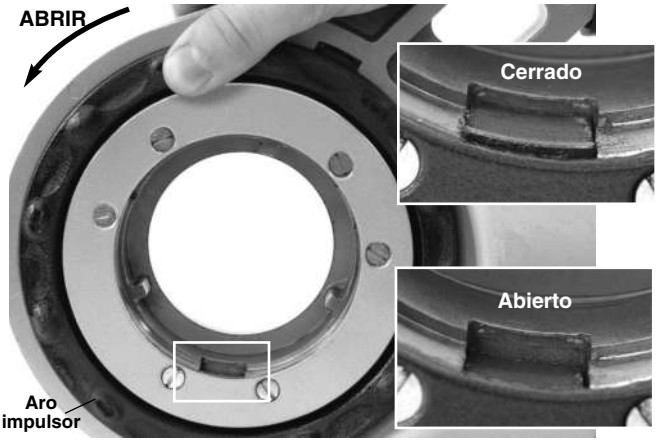

Figura 7 – Aro impulsor en posición abierta o cerrada
b. Haga girar el aro impulsor hacia la izquierda para abrir la posición. Encaje a fondo el extremo ranurado del cabezal roscador o adaptador (si se necesita) en el accionamiento motorizado *(Figura 7).*